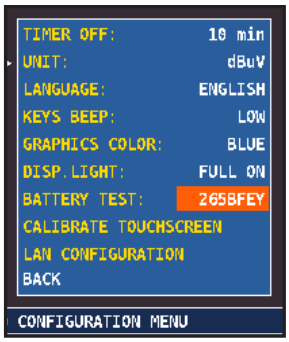

FIG. 3*
4. To check the battery test results, enter once again into "meter" in the "configuration menu" and read the results (Fig. 3):
- for example 265BFEY (fig.3) = 265 minutes.